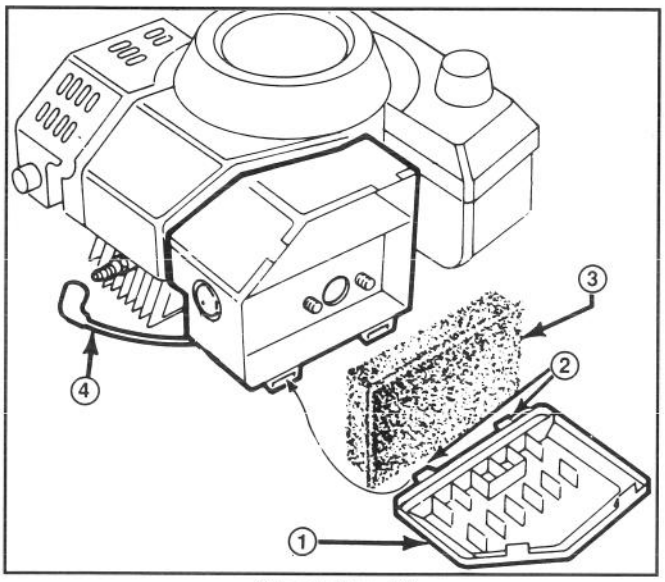

Afbeelding 15
1. Zet de motor af en trek de draad van de bougie (Afb. 15).
2. Hef de sluitingstabs en draai het deksel van het luchtfilter naar beneden (Afb. 15). Maak het deksel grondig schoon.
3. Wanneer de bovenkant van het schuimelement vuil is, het uit het luchtfilter verwijderen (Afb. 15) en grondig reinigen.
1. Zet de motor af en wacht totdat de motor is afgekoeld. Trek draad van bougie (Afb. 15).